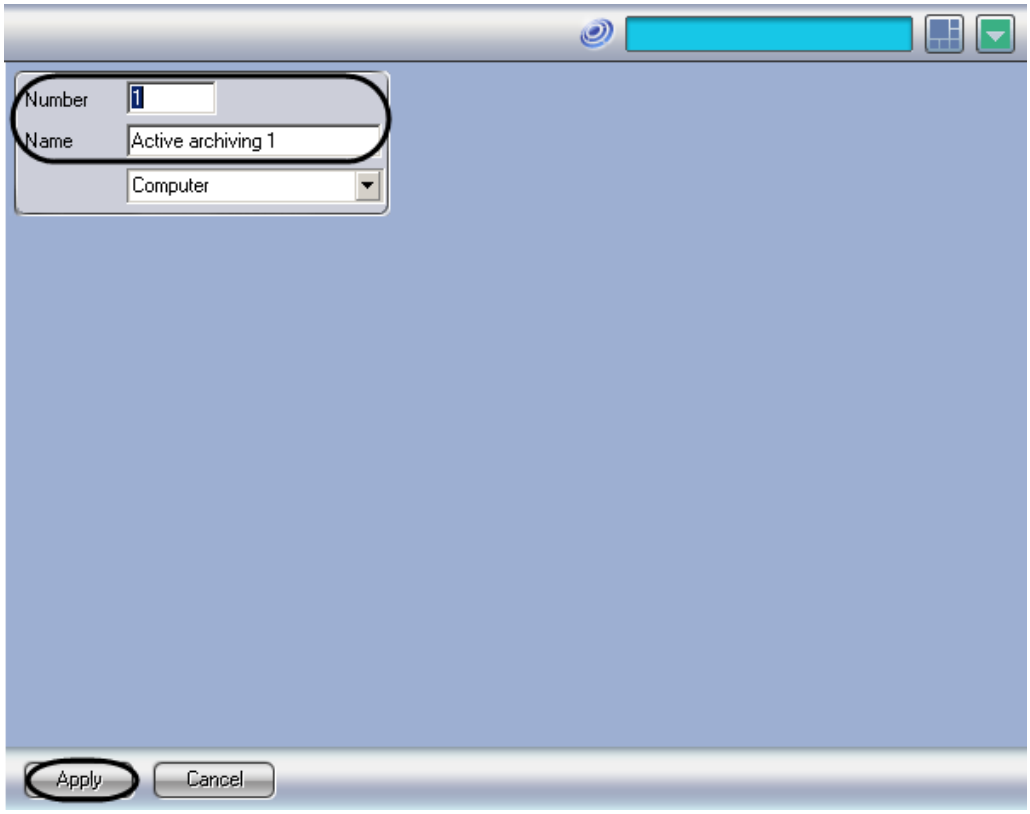

Figure 8.14-2. Setting the number and name of the “Active Archiving” object
3. In the appeared window set the number and name of the “Active Archiving” object and then click the “Apply” button (Figure 8.14-2).